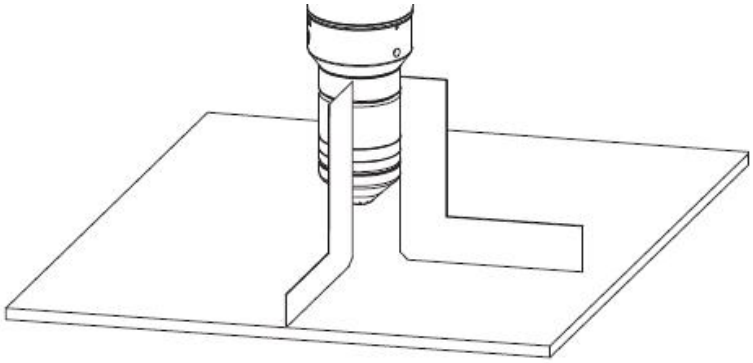

图 11 用直角规使割炬与工件呈直角的示意图
- 对准割炬。如图 11 所示，用直角规使割炬与工件呈直角。